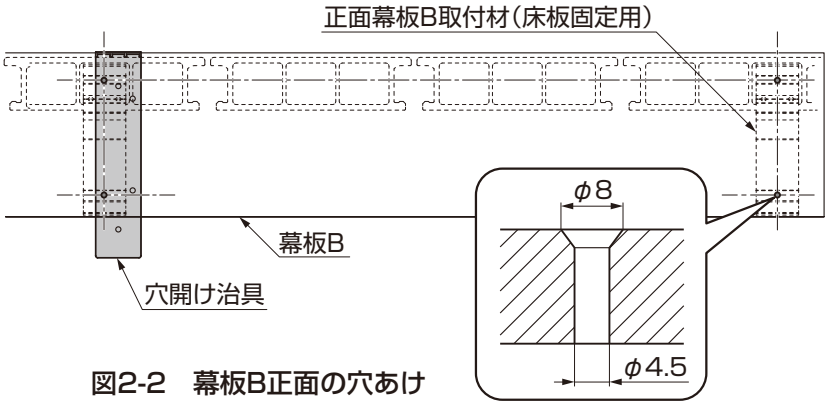

図2-2　幕板B正面の穴あけ
①幕板Bに穴開け治具を使用して、正面幕板B取付材（床板固定用）が付いている部分に、φ4.5の穴加工とφ8サラ取りをしてください。（図2-2参照）